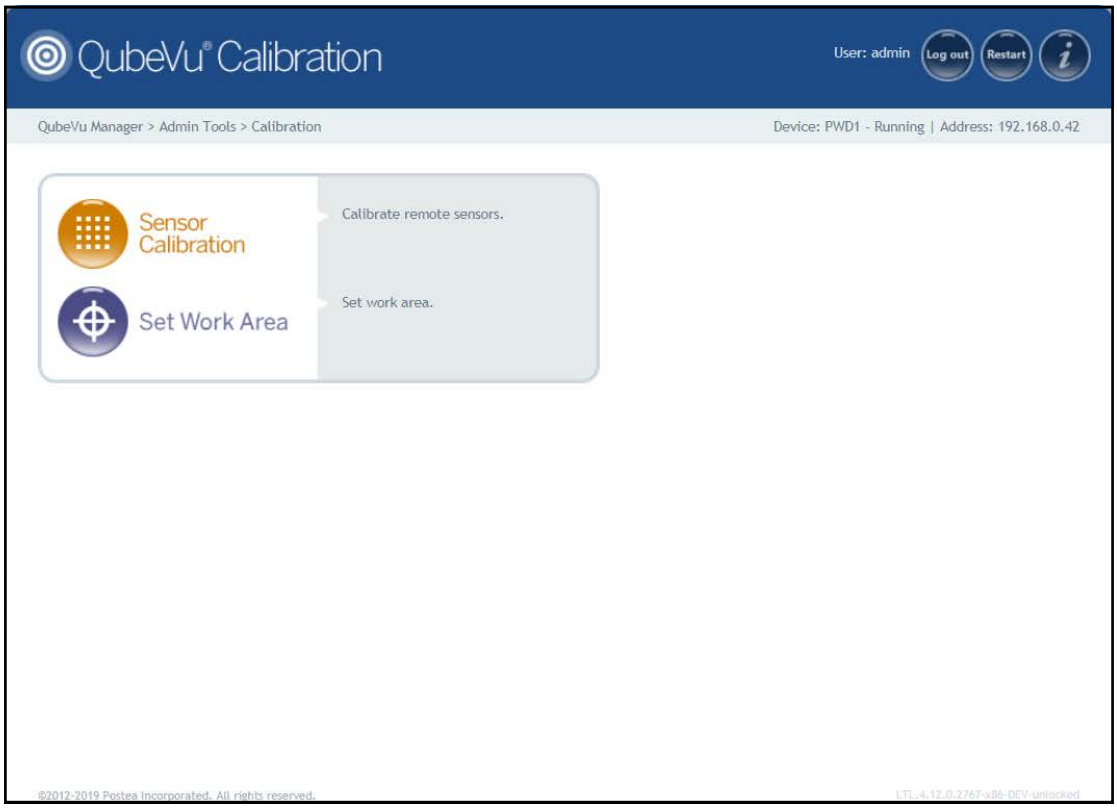

Figura 5-3. Menu Calibration (Calibrazione)
1. Premere Sensor Calibration nel menu ***Calibration*** (Calibrazione) (Figura 5-3 a pagina 22) per accedere al menu ***Remote Sensors Calibration*** (Calibrazione sensori remoti).
1. Premere Set Work Area nel menu ***Calibration*** (Calibrazione) (Figura 5-3 a pagina 22) per accedere al menu ***Set Work Area*** (Impostazione area di lavoro).